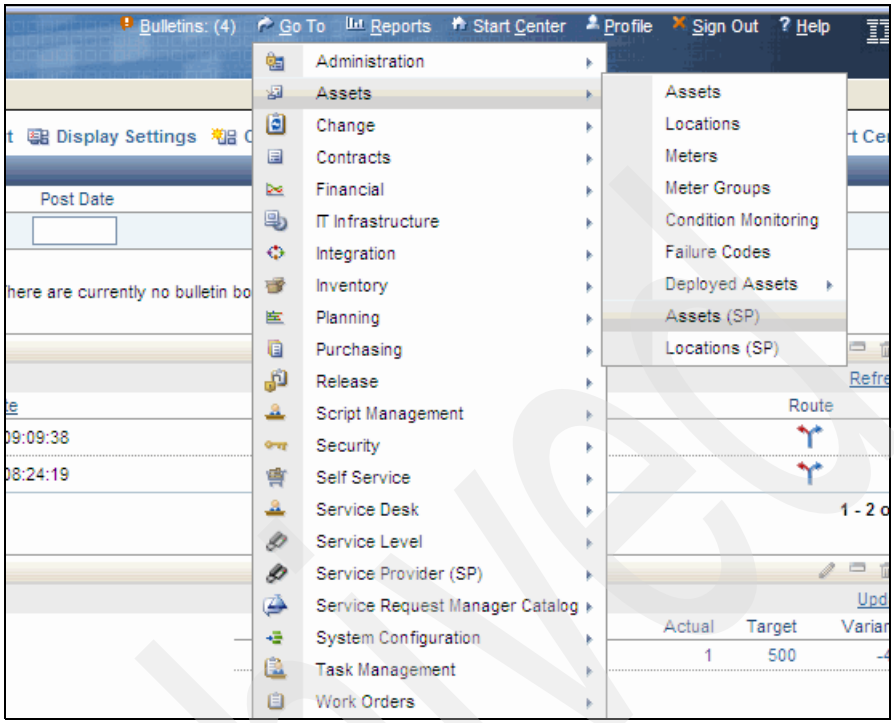

Figure 3-26 Assets application
To open the Assets (SP) application, use Go To Menu, as shown in Figure 3-26 on page 45.